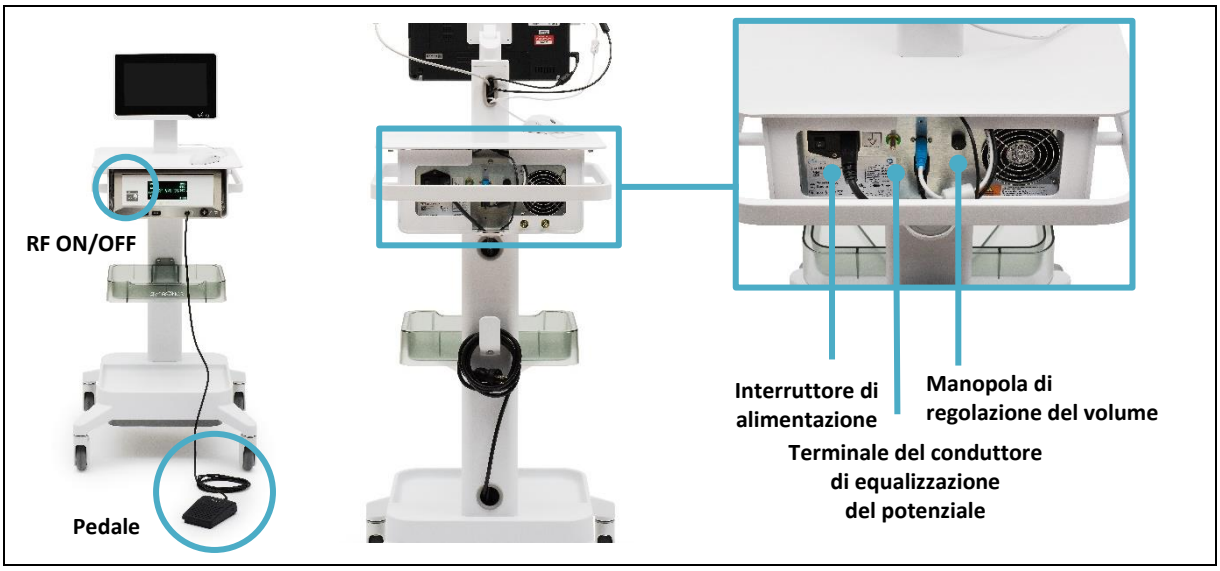

Figura 2-10. Collegamenti e comandi sul generatore RF
I comandi che possono essere azionati dall'operatore e i collegamenti al generatore RF sono (vedere la Figura 2-10):
- Cavo di alimentazione del generatore RF: riposto nel carrello del sistema, va collegato alla presa accanto al pulsante di accensione/spegnimento (vedere la Figura 2-10).
- Terminale del conduttore di equalizzazione del potenziale (PE): consente di collegare il generatore RF al carrello.